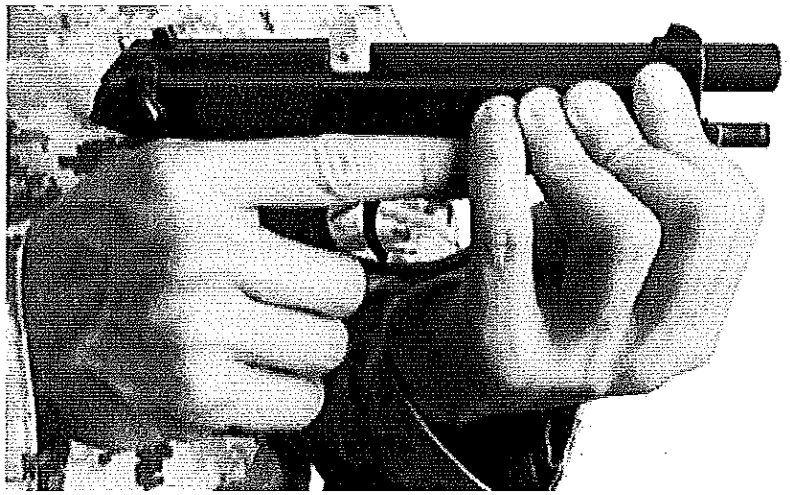

Figure 2-1. Position of Hands during a Chamber Check.
1. With the weapon pointed in a safe direction, place the trigger guard in the palm of the support hand and, with the thumb and index finger, grasp the forward end of the slide at the indentations under the front sight behind the muzzle (see fig. 2-1).